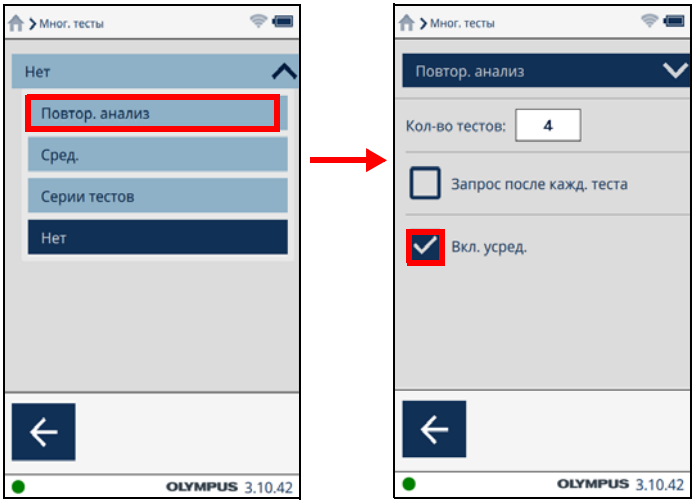

Рис. 2-8 Включение усреднения на экране Мног. тесты
1. В меню на экране **Мног. тесты** щелкните **Повтор. анализ** (см. Рис. 2-8 на стр. 24).